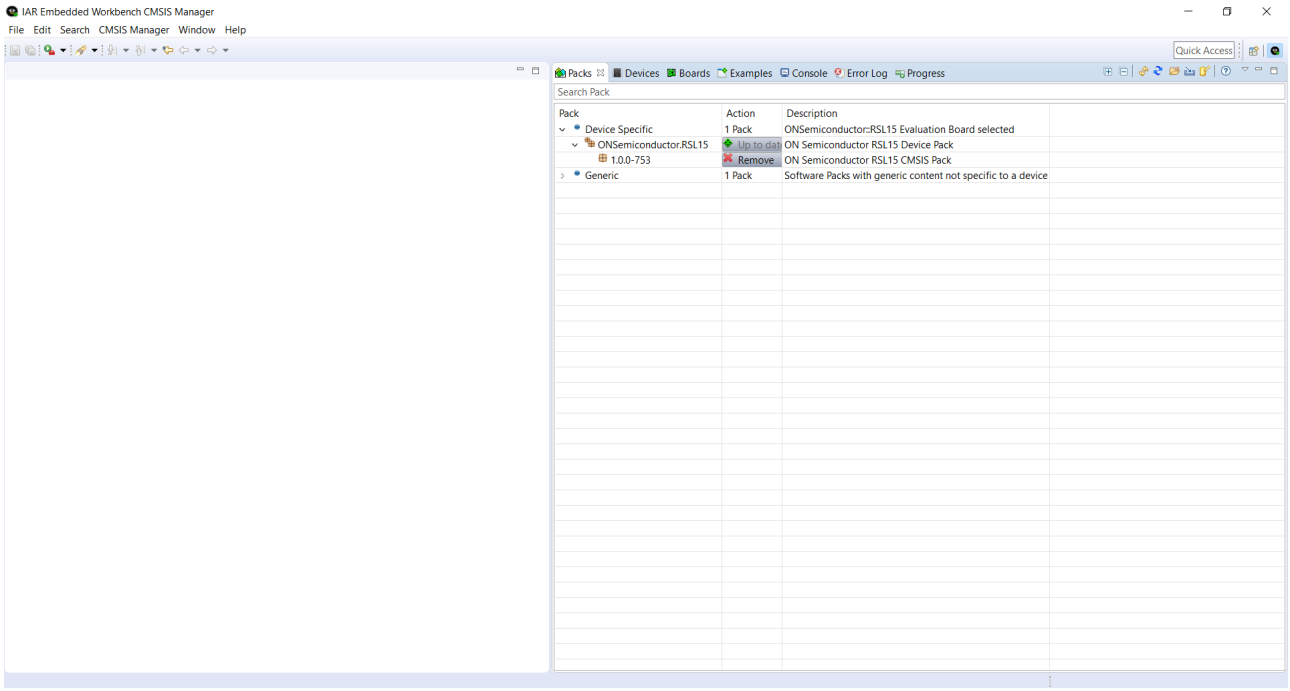

Figure 33. IAR Embedded Workbench CMSIS Manager after RSL15 CMSIS-Pack is Installed
6. In the **Devices** tab, expand **All Devices** > **ONSemiconductor** > **RSL15 Series**, and select **RSL15** from the list. The RSL15 CMSIS-Pack now appears in the list of installed packs in the **Packs** tab. Expanding **ONSemiconductor.RSL15** makes the **Pack Properties** tab display the details of the RSL15 CMSIS-Pack. The "IAR Embedded Workbench CMSIS Manager after RSL15 CMSIS-Pack is Installed" figure (Figure 33) illustrates what the **Pack Manager** perspective looks like after installation.